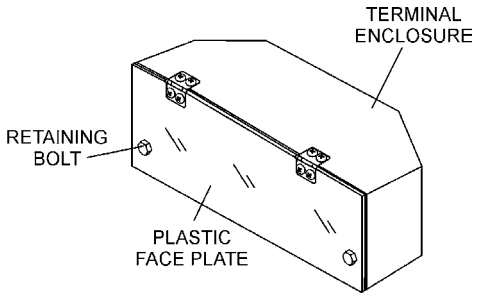

Figure 10. Plastic Face Plate (Output Terminal Lugs)
The ***Output Terminal Lugs*** are protected by a plastic face plate cover (Figure 10). Unscrew the securing bolts (2) and raise the plastic face plate to gain access to the output terminal lugs.